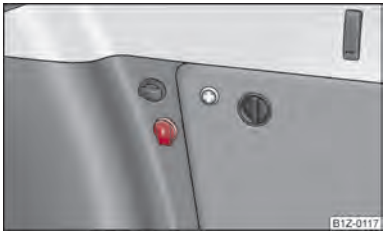

Fig. 74 Luggage compartment: Power socket
– Open the cover of the power socket ⇒ fig. 74.